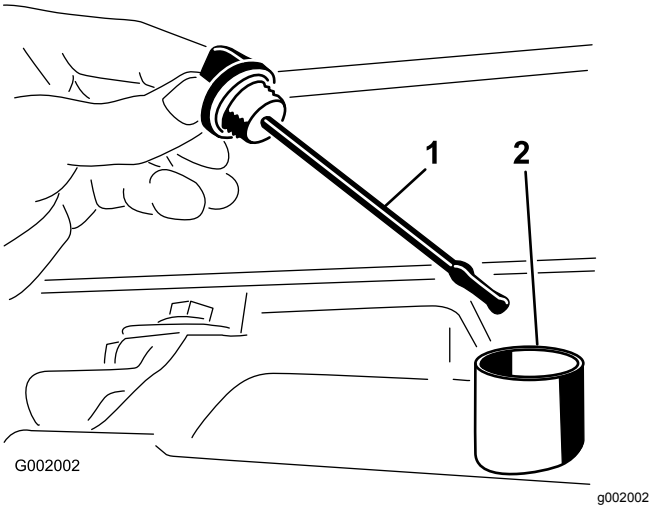

Figuur 52
2. Verwijder de peilstok en veeg deze af met een schone doek (Figuur 52).